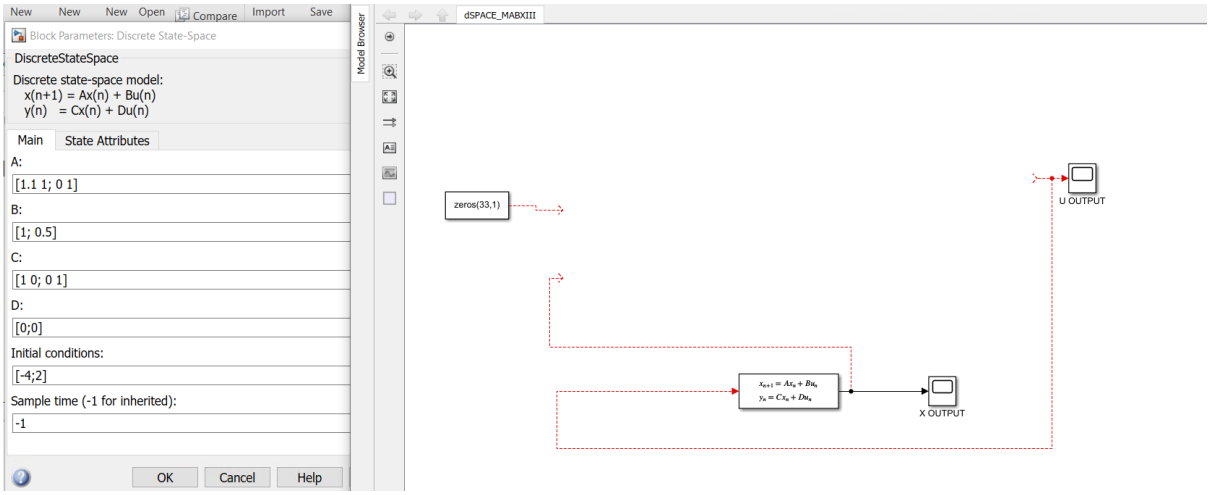

Figure 10.30: Populate the Simulink model.
3) Populate the Simulink model with the system you want to control (see Figure 10.30).